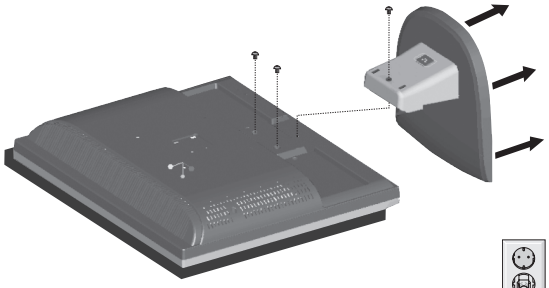

**Figura R.2**
3. Retire los 3 tornillos que unen el monitor al soporte y retire el soporte como se indica (**figura R.2**). El monitor ya está preparado para montarlo de otro modo.